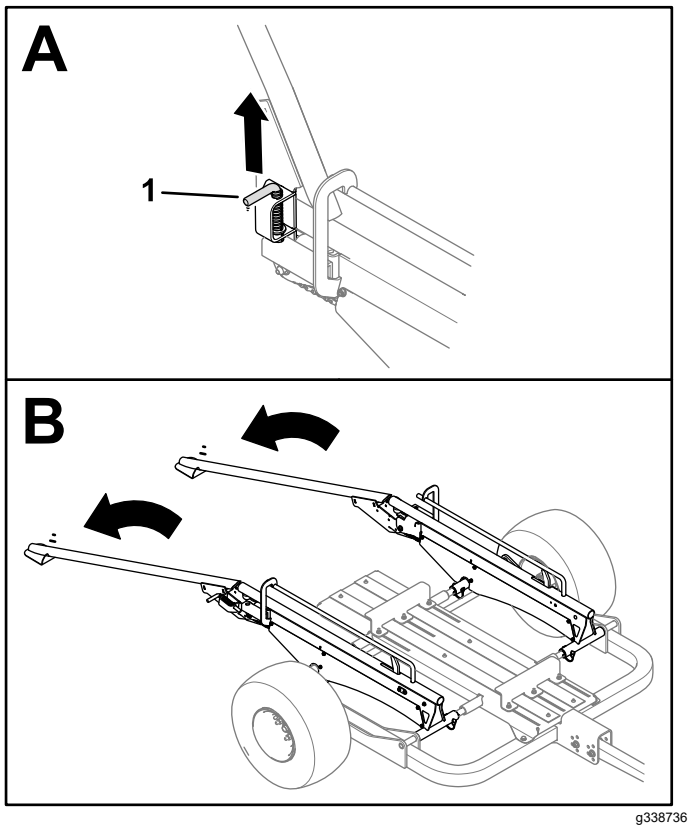

Figur 28
2. Dra i spärrpinnarna på båda sidor av släpet för att lossa skenorna eller ramperna och sänka dem till marken (Figur 28).